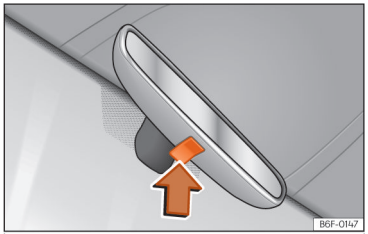

Abb. 75 Manuell abblendender Innenspiegel.
- Zum Abblenden des Rückspiegels, Taste am Spiegel nach oben drücken ››› (Abb. 75) (Pfeil).